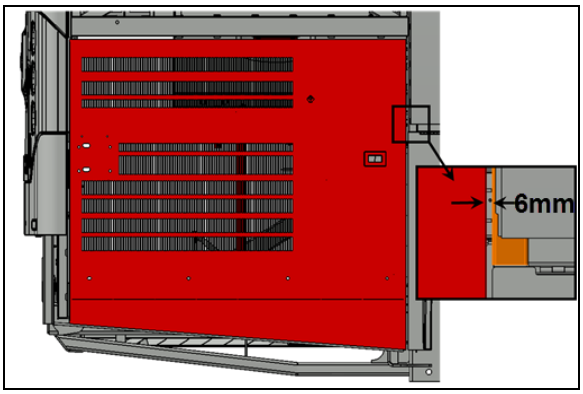

FIGURE 57
5. Check the gap between the door and the adjacent panel at the level of the upper attachment point of the arm on the door. The gap should be ¼" (6 mm) (FIGURE 57).